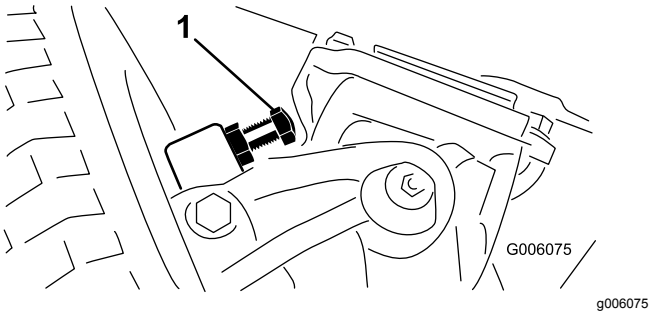

Figur 70
1. Skru boltene ind eller ud, indtil frigangen på 0,23 cm opnås. Se Figur 70.